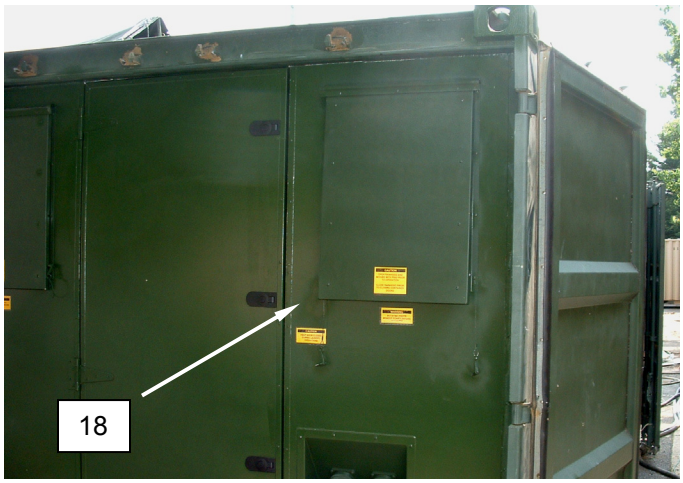

Figure 10. Operation in Severe Cold Conditions.
19. Keep rainhoods **(Figure 10, Item 18)** closed until internal temperature reaches at least 32 °F.